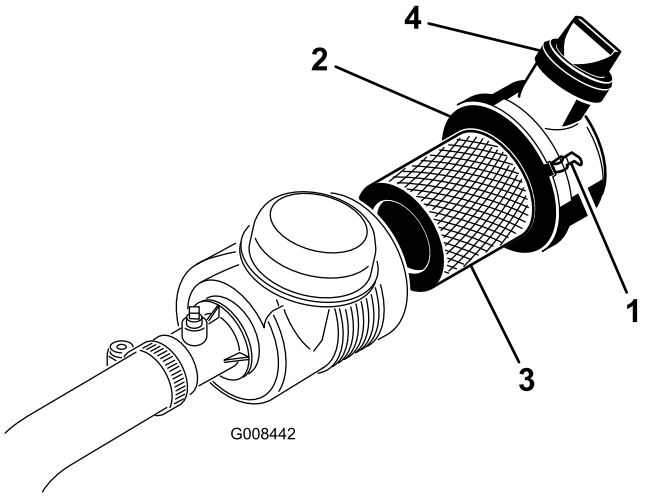

**Figur 37**
1. Åbn låsene, der fastgør luftfilterdækslet til luftfilterhuset (Figur 37).
6. Monter dækslet igen, og fastgør låsene (Figur 37).